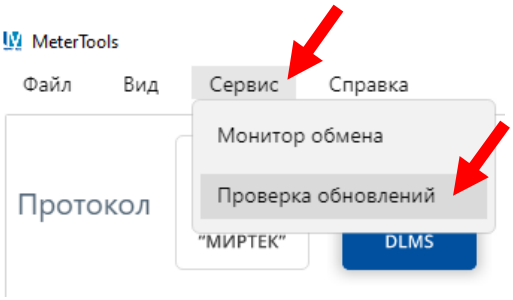

Рисунок 1.1 – Функция проверки обновления в ПО «MeterTools».
1.2 После установки рекомендуется проверить обновление, нажав *Сервис* → *Проверка обновлений* (рис. 1.1).